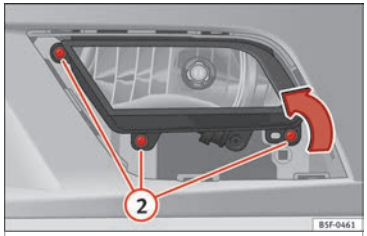

Fig. 111 Faro antiniebla.
– Retire los tornillos (3x) ››› **fig. 111** ② para extraer el faro antiniebla.